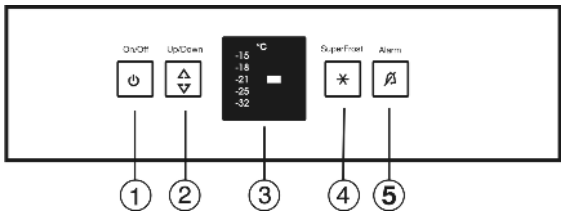

Fig. 2
▶ Нажать кнопку "On/Off" *Fig. 2 (1)*.
Звуковой сигнал выключается автоматически, кнопка аварийного сигнала *Fig. 2 (5)* выключается и индикатор температуры перестает мигать, если температура снова становится достаточно низкой.